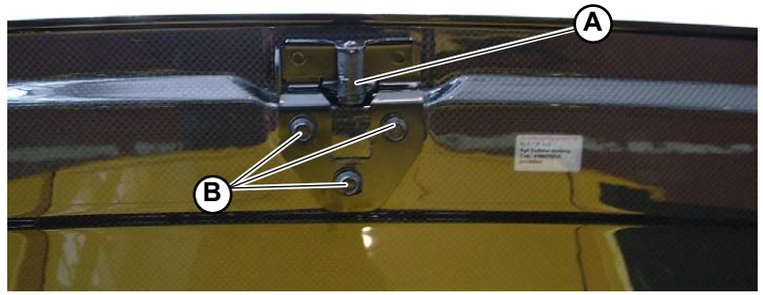

Fig.7
1. Disassemble the lock (**A-Fig.7**) by releasing it from the 3 fixing screws (**B-Fig.7**).